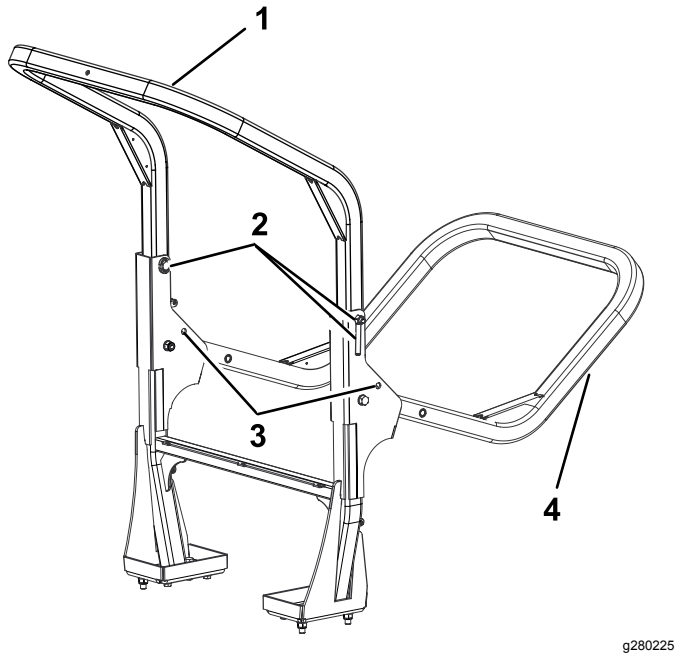

Figur 27
2. Stötta den övre störtbågsramens vikt när du tar bort låssprintarna och sprintbultarna från tappfästena (Figur 27).